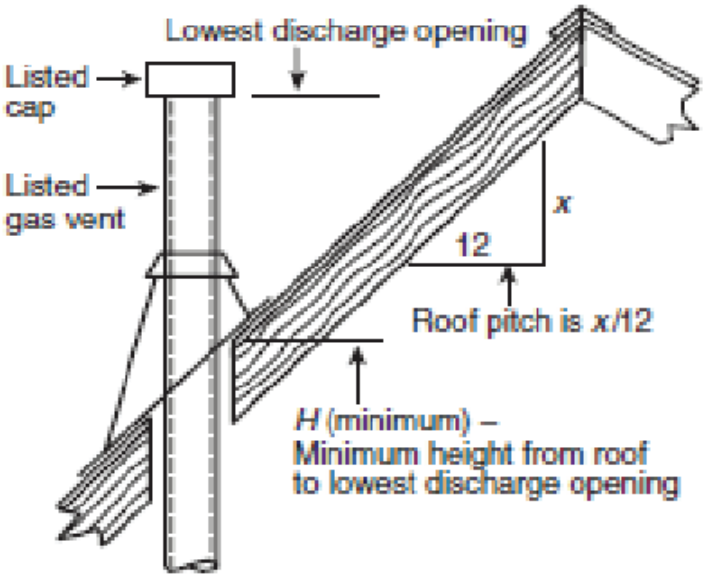

Figure 2. Roof Slope and Pitch
a. For double-wall vent pipe and a horizontal distance to any vertical wall or similar obstruction of 8 feet or greater, the vent must terminate above the roof in accordance with **Figure 2** and **Table 3**.
*See **Figure 2**. Termination locations for gas vents with listed caps 12 inches (300 mm) or less in size at least 8 inches (2.4 meters) from a vertical wall.